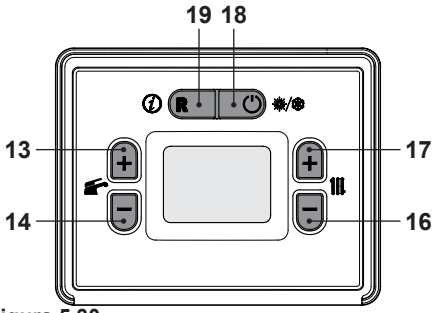
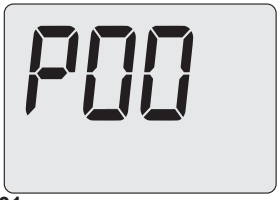

Figura 5.30
Figura 5.31
- Entrare in "modalità programmazione" premendo contemporaneamente per 5 secondi i tasti 18 e 19 (Figura 5.30). Sul display LCD appare il codice **P00**, indicante l'entrata nel "parametro P00" (Figura 5.31).
- Premendo il tasto 17 (Figura 5.30) sul display LCD appare il valore del parametro P07 (Figura 5.33).
- Utilizzando i tasti 16 o 17 (Figura 5.30) è possibile modificare il valore del parametro P07:
- Premendo il tasto 13 o 14 (Figura 5.30) si ottiene la conferma del valore inserito e si ritorna alla lista parametri Figura 5.32.
- Premendo il tasto 18 (Figura 5.30) si esce dalla "modalità programmazione".
- Premendo il tasto 13 o 14 (Figura 5.30) si ottiene la conferma del valore inserito e si ritorna alla lista parametri (Figura 5.34).
Comunque se la temperatura ambiente non dovesse essere confortevole si può aumentare o diminuire la temperatura di mandata dell'impianto riscaldamento di ± 5°C agendo sui tasti 16 (diminuzione) e 17 (aumento) (Figura 5.30).